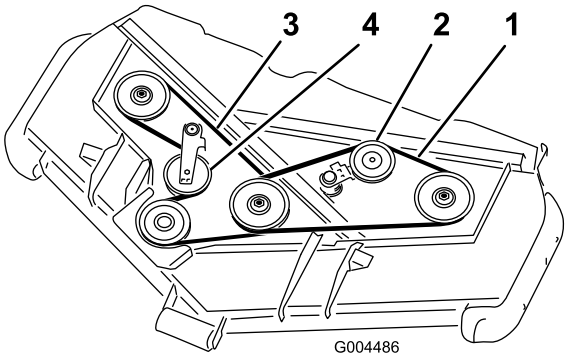

Figur 58
3. Flyt med et ledhåndtag eller et lignende værktøj styreremskiven for den øverste rem (Figur 58) væk fra den øverste drivrem for at mindske remmens stramhed, så det bliver muligt at tage remmen af remskiverne.
4. Før en ny rem rundt om gearkassens remskive, de nederste spindelremskiver og styreremskiveenheden som vist i Figur 58.
5. Før en ny rem rundt om de øverste spindelremskiver og styreremskiveenheden som vist i Figur 58.